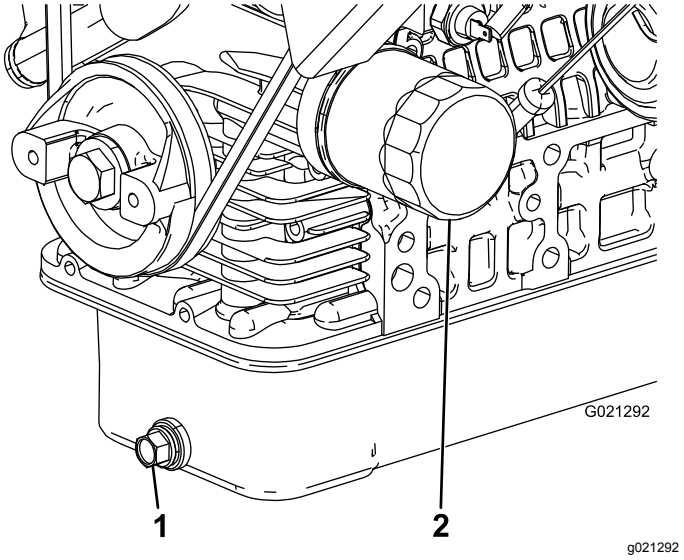

**Rysunek 46**
2. Odkręć korek spustowy i poczekaj, aż olej ścieknie do naczynia do spuszczania oleju (Rysunek 46).
4. Wyjmij filtr oleju (Rysunek 46).